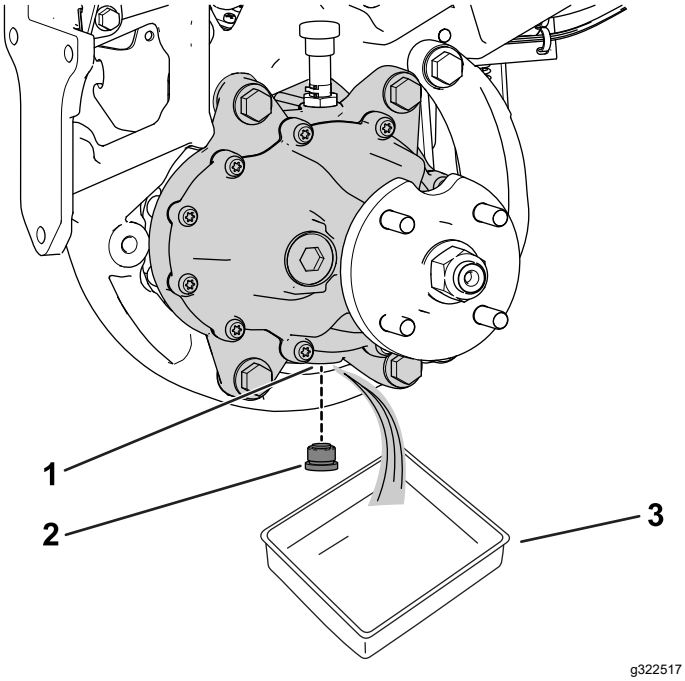

Figuur 65
3. Plaats een opvangbak onder de wielmotor (Figuur 65).
4. Haal de plug uit de aftapopening (Figuur 65).
6. Monteer de aftapplug in de aftapopening (Figuur 65).